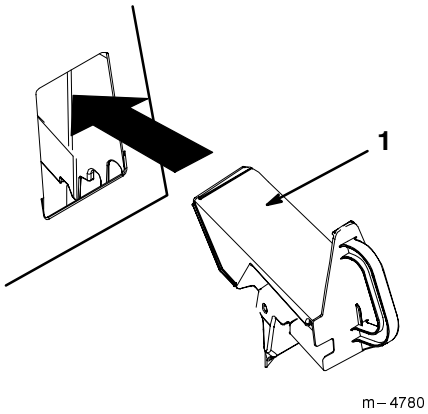

Figur 16
4. Sett resirkuleringspluggen inn i åpningen, som vist på figur 16.